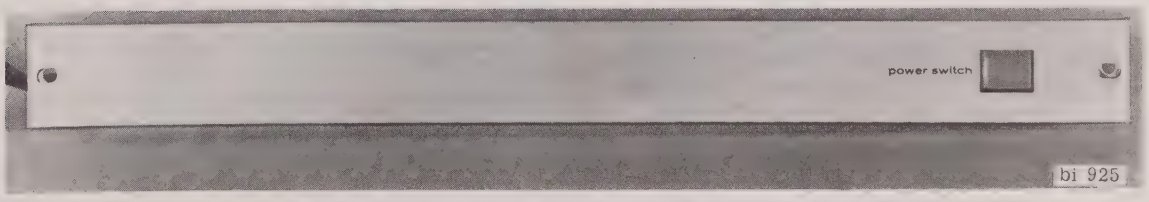

FIGURE 2-10 INSTALLATION OF SYSTEM POWER PANEL
2. Secure panel to front of unit with two screws (Fig. 2-10).